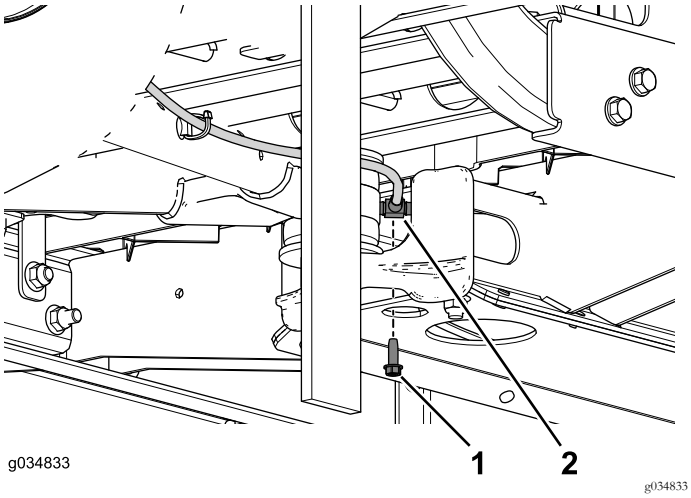

Figura 66
6. Retire el tornillo autorroscante que sujeta el acoplamiento en T al perfil central (Figura 66).